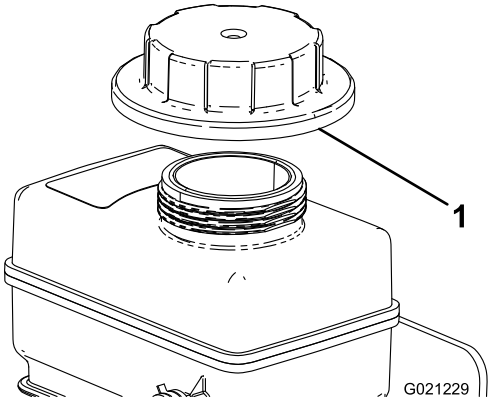

Figur 78
8. Påfyld langsomt kølevæskens reservetank, indtil niveauet når bunden af påfyldningsstudsen (Figur 78).
9. Monter dækslet på kølevæskens reservetank (Figur 78).